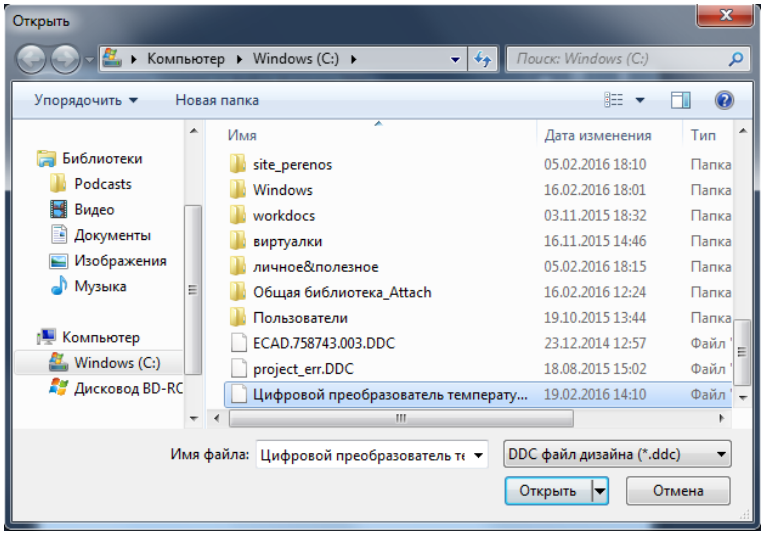

Рис. 349. Окно выбора файла импорта
3. В открывшемся стандартном окне операционной системы выберите файл для импорта проекта, см. Рис. 349. Файлы проектов имеют расширение ***.ddc***.